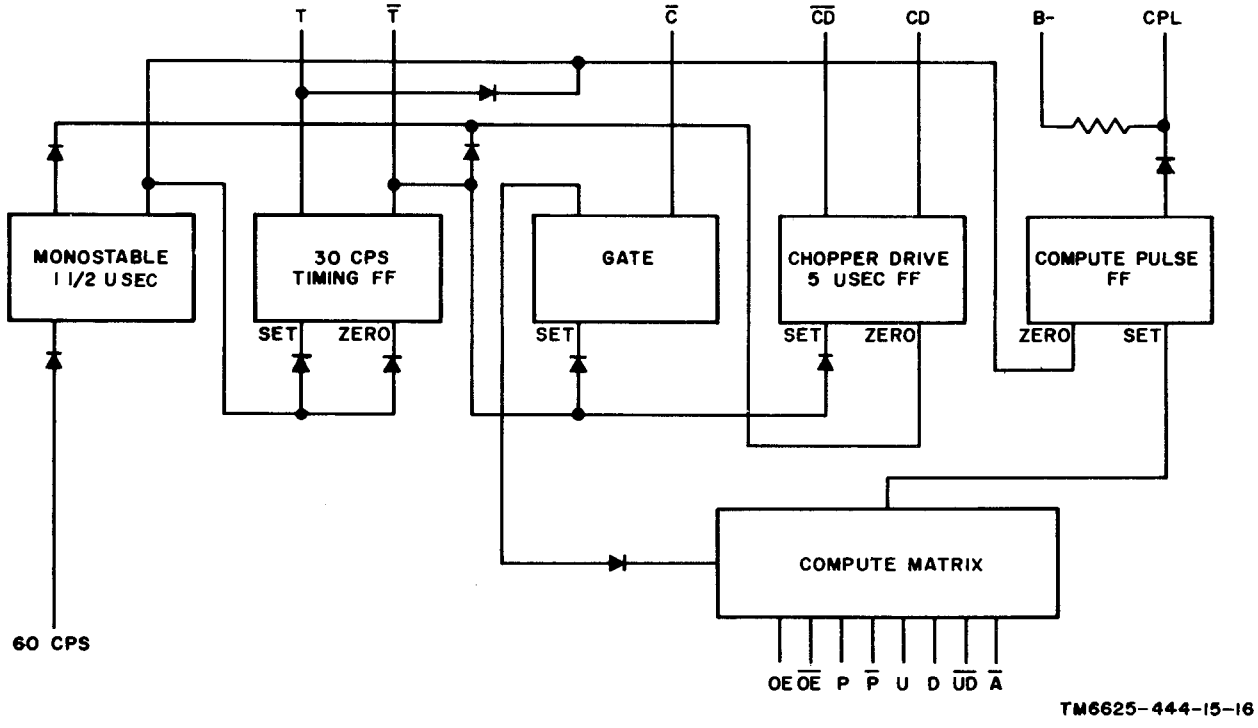

Figure 5-5. A board, block diagram.
a. Located on the A board are the timing generators, a compute matrix, and the compute pulse flip-flop. Figure 5-5 is a block diagram of the plug-in assembly and figure 5–6 illustrates the timing of the pulses generated. Figure 10–2 is a schematic diagram of the assembly. The monostable flip-flop (Q1 and Q2) is triggered f rem the 60-Hz power source and provides an 11 2/3-millisecond delay from the trigger time. The timing binary flip-flop (Q3 and Q4) divides the frequency by two, providing a 30-Hz square wave, the bit rate of the Instrument. These two waves are added to drive the bistable chopper drive flip-flop (Q7 and Q8), producing an asymmetrical wave with a 5-millisecond duration and a 30-Hz repetition rate.